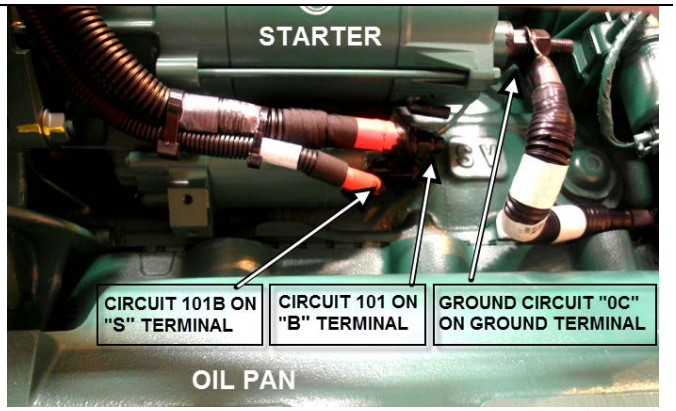

**FIGURE 2**
2. Using a voltmeter or multimeter, probe the starter **B** terminal and the **ground** terminal. Make sure that the voltage reading is 0 volt prior disconnecting the starter cables (FIGURE 2).
4. On the starter, disconnect circuits **0C**, **101** and **101B** (see FIGURE 2). Properly clean cable lugs as applicable using a brass wire cup brush, a Scotch-Brite pad or an emery cloth. Remove old Color Guard Rubber Coating as much as possible.